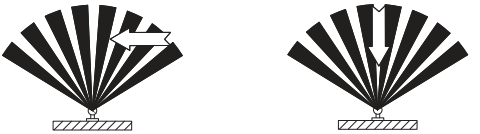

Рисунок 11 – Чувствительность датчика движения
– наибольшую чувствительность датчик движения имеет, когда движущийся объект перемещается перпендикулярно лучам зоны обнаружения (рисунок 11);